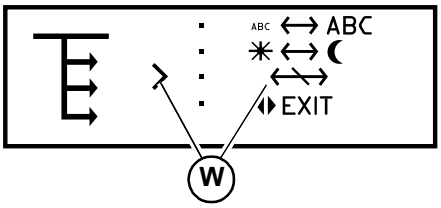

Fig. 28 – Exit Configuration Mode
4. Press and release the interface button until the selection caret points to the “EXIT” selection (W, Fig 28). Press and hold the interface button for 5 seconds. The currently selected control sensitivity is now activated.
4. Press and release the interface button until the selection caret points to the "EXIT" selection (W, Fig 28). Press and hold the interface button for 5 seconds. The travel speed limit option is now activated.